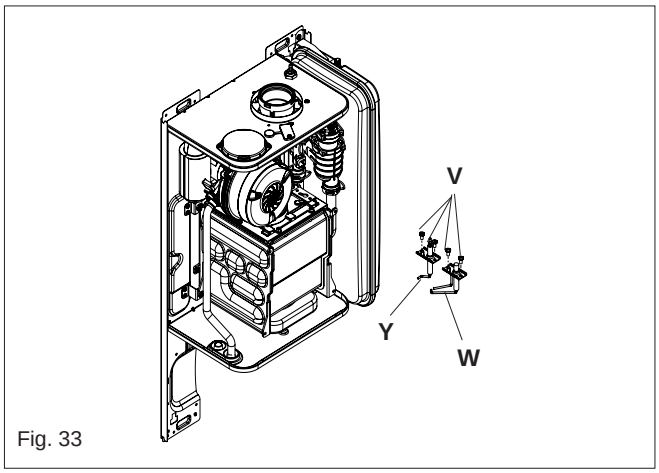

Fig. 33
6.13 ELECTRODES (fig. 33)
Isolate the appliance from the electrical supply and remove the appliance casing as described in 4.7.1. Set the flue gas analyser to read CO_2 and insert the probe into the flue analysis test point (Y1-Z1 fig. 33). Restore the electrical supply to the boiler and switch the boiler to the OFF mode.